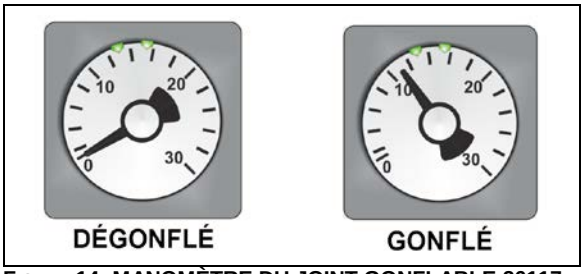

FIGURE 14: MANOMÈTRE DU JOINT GONFLABLE 26117
4. Finalement, le joint gonflable peut être regonflé en tournant la poignée de la soupape dans le sens antihoraire. Vérifier le manomètre du régulateur de pression du joint gonflable pour voir si la pression augmente jusqu'à environ 11 psi. (Figure 14). L'aiguille du manomètre doit être placée entre les deux petits repères verts du cadran
7. Finalement, le joint gonflable peut être regonflé en tournant la poignée de la soupape dans le sens antihoraire. Vérifier le manomètre du régulateur de pression du joint gonflable pour voir si la pression augmente jusqu'à 11 psi (Figure 14).